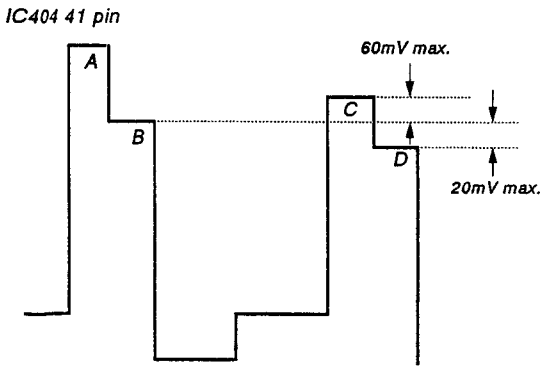

Fig. 17
4) Using R-Y LEVEL NTSC 358, adjust so that the tops of the waveform line up as in the diagram below. (Fig. 17)
4) Adjust R-Y LEVEL NTSC 443 in the same manner as 6-4). (Fig. 17)